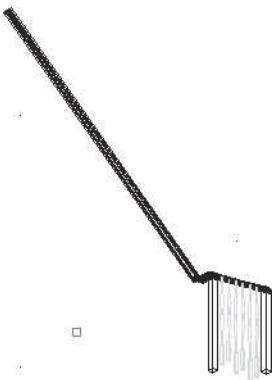

FIGURE 9.75 *Railings added to stair*
14. Select the handrail and guardrail, right-click, and choose **Isolate Objects** from the Isolate Objects flyout of the **General** panel of the **Railing** tab. Choose **SW Isometric** from the View Cube to view the railings as shown in Figure 9.75. Choose **End Object Isolation** from the **Isolate Objects** flyout in the General panel of the Railing contextual tab. Choose **Top** from the **View** Cube.